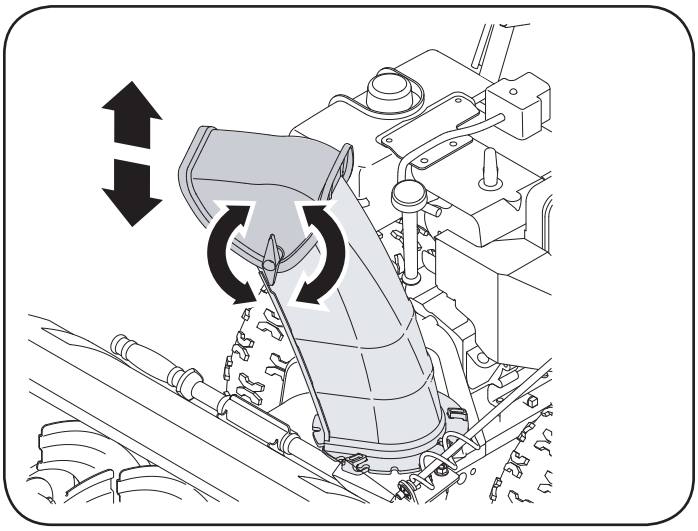

Figura 10
2. Gire el canal hacia arriba o hacia abajo antes de apretar la perilla a mariposa. Vea la figura 10.